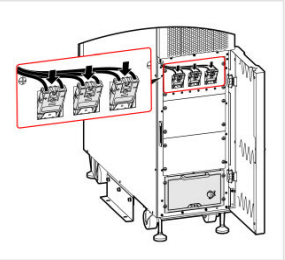

FIGURE 5-6 Step 8 — plug in the three plug-ins
8. Plug in the three battery plug-ins (Figure 5-6).